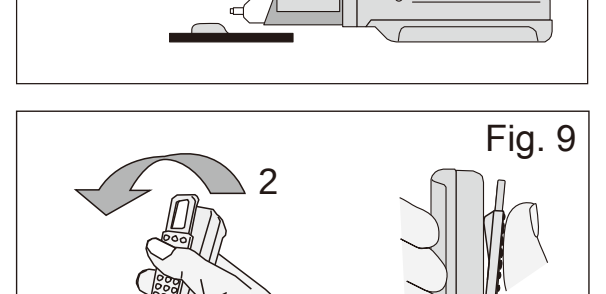

Fig. 8
2) The adjusting guide can be moved forwards or backwards to change the quantity of material to be dispensed (Fig. 8).
2) При преместването на плъзгача напред-назад, може да се променя количеството на дозирания материал. (Fig. 8)